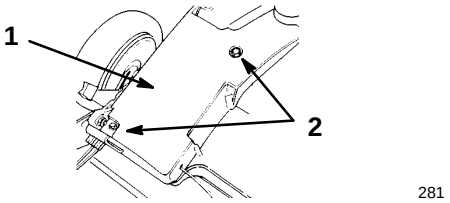

Abbildung 29
1. Bei abgestelltem Motor die zwei Schrauben entfernen, mit denen die Riemenabdeckung befestigt ist (Abb. 29).
2. Die beiden Schrauben entfernen, mit denen die Riemenabdeckung am Rasenmähergehäuse befestigt ist (Abb. 29).